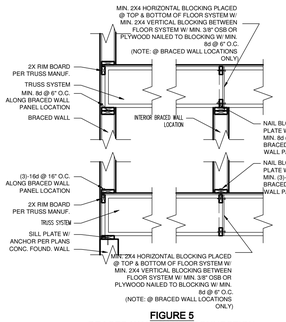

FIGURE 5
-MINIMUM 1/2" GYPSUM BOARD APPLIED TO EACH SIDE OF 2X4 (OR) 2X6 STUD WALL @ 16" O.C. SPACING OF STUDS W/ DOUBLE TOP PLATE AND SINGLE BTM.
7. (**PERPENDICULAR WALL/FLOOR**) ALL FLOOR SYSTEMS BETWEEN BRACED WALL PANELS TO HAVE A MIN. 2X4 TOP & BOTTOM BLOCKING BOARD PARALLEL TO BRACED WALL PANELS W/ MIN. (3)16d NAILS ATTACHING BOTTOM/TOP OF BRACED PANEL PLATE TO FLOOR SYSTEM AT BRACED PANEL WIDTH ONLY. 2X4 BLOCKING TO BE SET BETWEEN FLOOR SYSTEM MEMBERS. SOLID RIM MAY BE USED (FIG. 5 & 6).